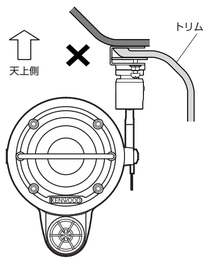

図4-4
- 水平または水平に近い角度のトリムへの取り付け（図4-4）